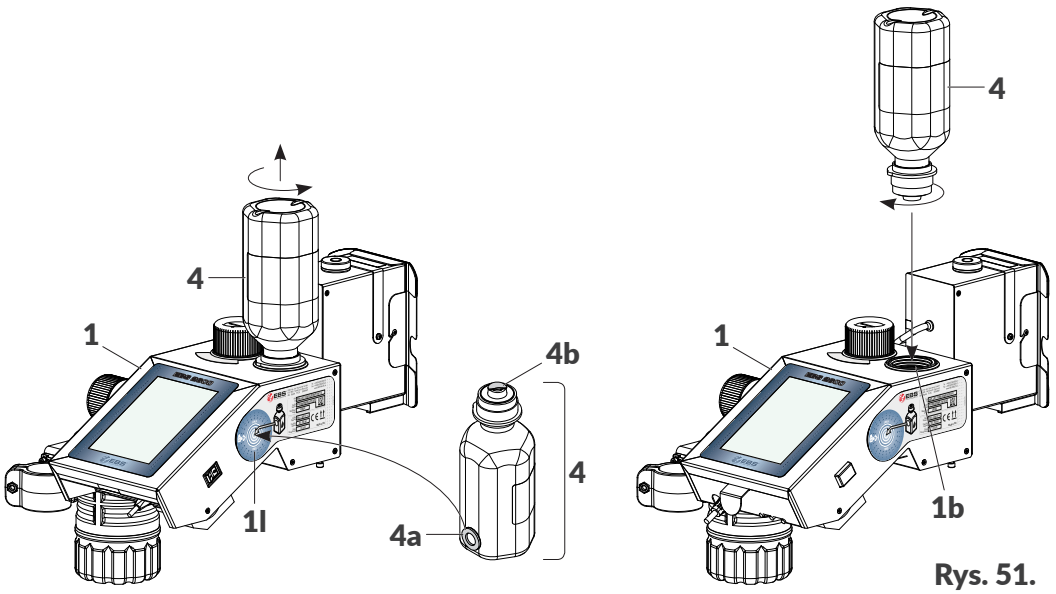

Rys. 51.
4. Odkręć pustą butelkę **4** (patrz ***Rys. 51***).